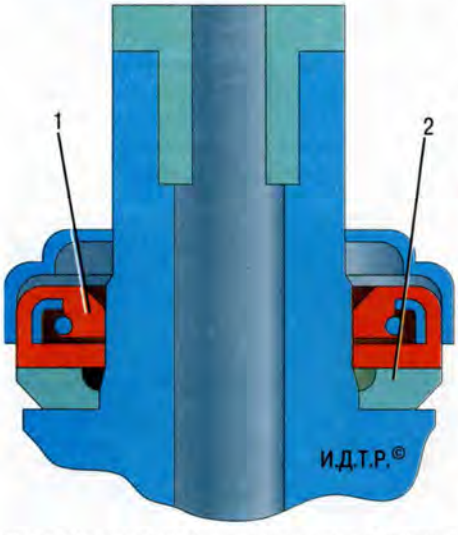

Рис. 6.7. Схема установки уплотнения карданного шарнира: 1 – уплотнительная манжета; 2 – грязеотражатель
13. Наденьте на цапфы крестовины уплотнительные манжеты 1 (рис. 6.7) и грязеотражатели 2.